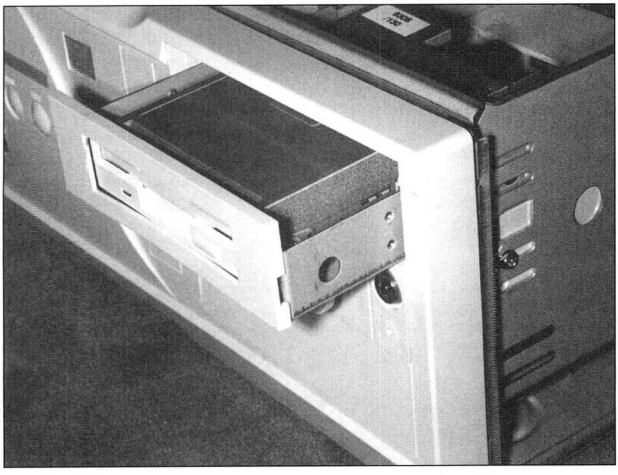

Abb. 12.8: *Das Laufwerk ist halb eingeschoben worden*
4. Schieben Sie nun das Laufwerk von vorne nach hinten in den jeweiligen Schacht – etwa bis zur Hälfte – ein (Abbildung 12.8).